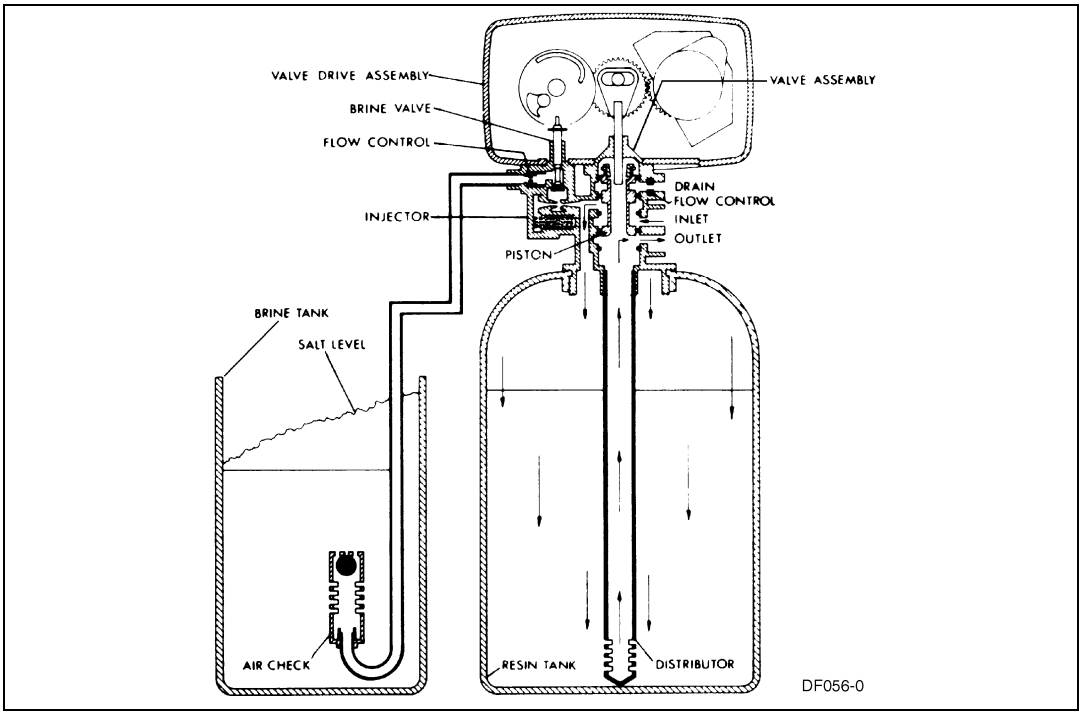

Figure 4: Service Position
1. **I** position. *See Figure 4, page 10*.
- Same as *Figure 4, page 10* with standard piston (white end plug) or filter piston (black end plug).